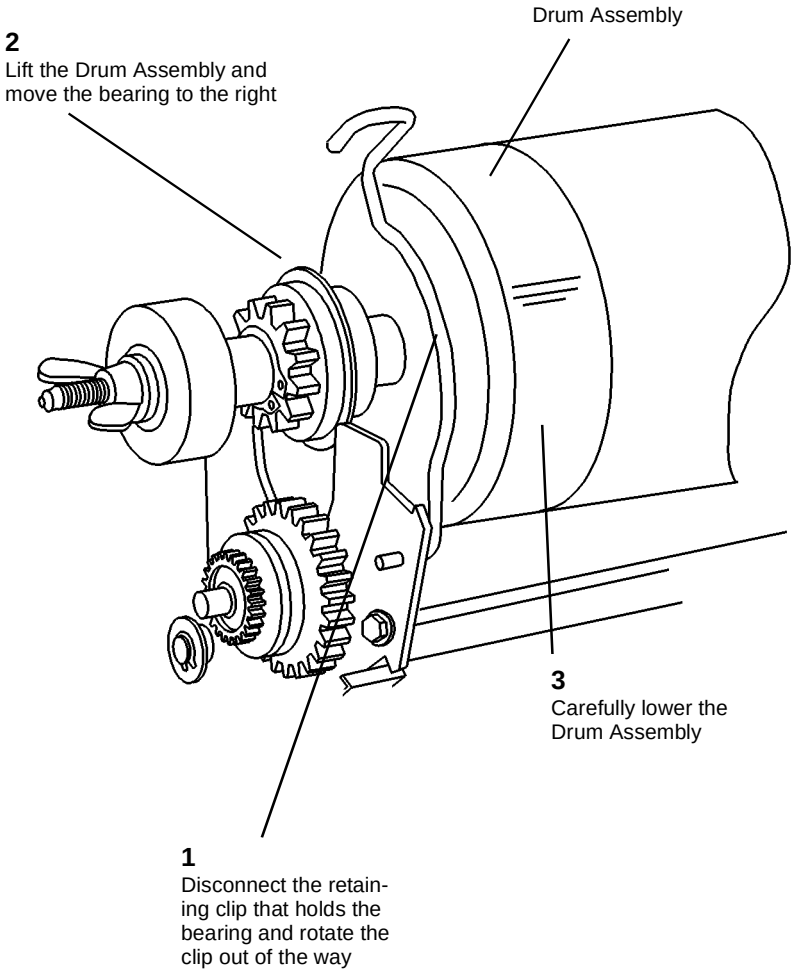

**Figure 3 Moving the Bearing (Left Side)**
7. (Figure 3): Move the bearing out of the Xerographic Module Frame (Left Side).